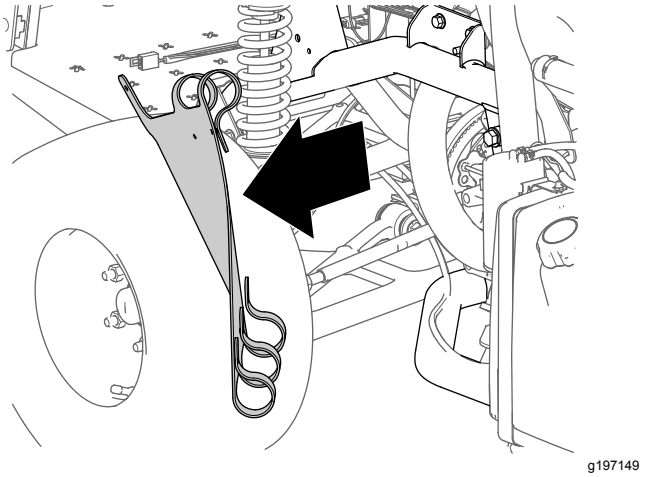

Figur 11
5. Afmonter inderskærmens afskærmning fra maskinen (Figur 11).